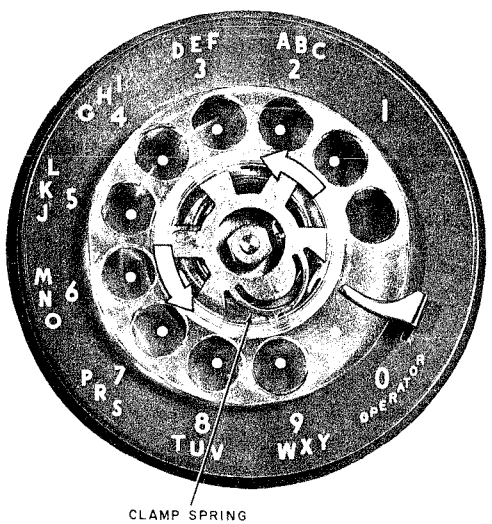

Fig. 5 — Replacing Plastic Fingerwheel
(1) Place fingerwheel over clamp with "0" hole directly over digit 9, making sure fingerwheel depressions are properly positioned on prongs of clamp plate.
(2) Rotate fingerwheel in counterclockwise direction until clamp spring snaps into notch on underside of fingerwheel (Fig. 5).